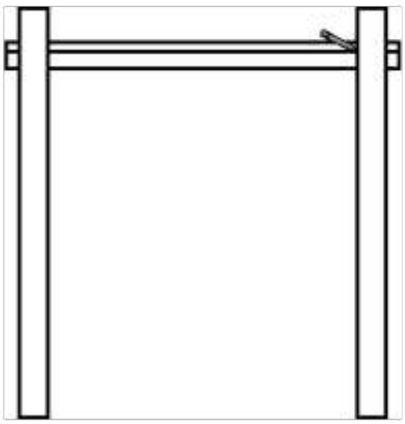

Fig. 7
1. Marque el riel inferior de aluminio, las cubiertas del riel inferior y el riel superior para determinar el largo sosteniéndolos junto al poste (ver Fig. 7).*